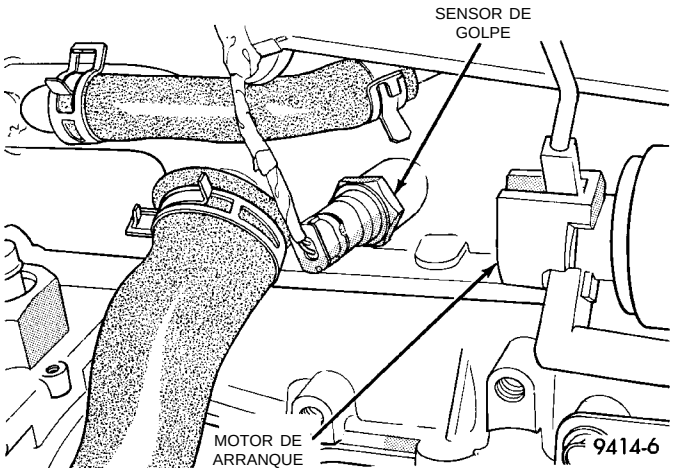

Fig. 64 Sensor de golpe
(13) Verifique el elemento de filtro del depurador de aire. Reemplácelo si fuera necesario. Verifique que no haya restricciones en el sistema de inducción de aire.
(14) Verifique la conexión eléctrica del sensor de golpe (Fig. 64).